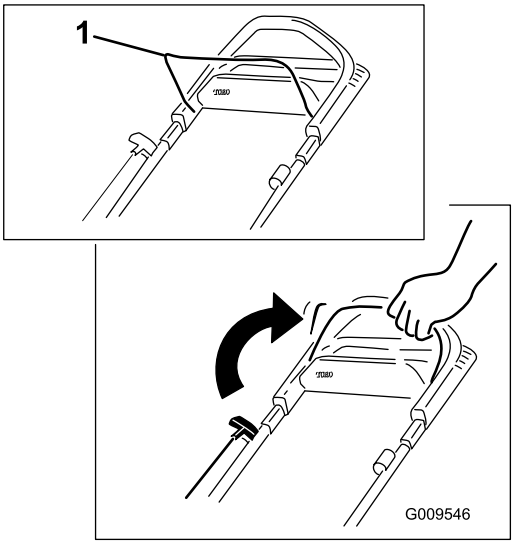

Figur 17
1. Hold knivkontrollkabelen mot håndtaket (Figur 17).